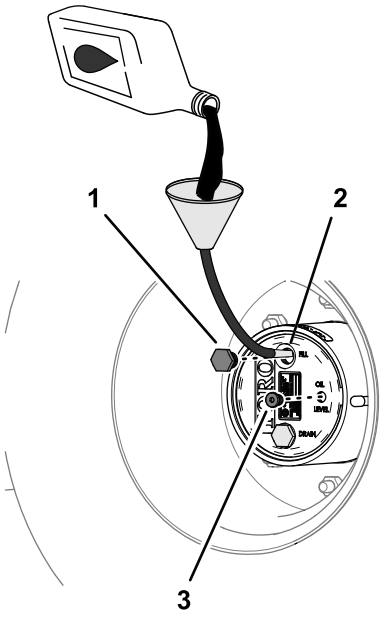

Figura 93
verificación (Figura 93); consulte Especificación del lubricante del engranaje planetario (página 75).
6. Instale el tapón de llenado y el tapón de verificación (Figura 93).
1. A través del orificio del tapón de llenado, añada lentamente el lubricante de engranajes especificado; consulte la Figura 93 de Comprobación del lubricante de la transmisión planetaria (página 75).
3. Instale el tapón de llenado y el tapón de verificación; consulte la Figura 93 de Comprobación del lubricante de la transmisión planetaria (página 75).